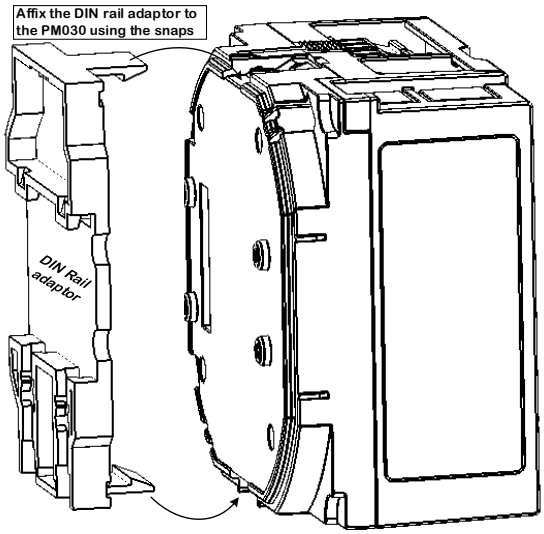

Figure 2-7 DIN Rail adaptor assembling
120V inputs usually imply use of a potential transformer (PT). The PT requires use of any of the four wiring configurations shown in Figures 2-7 through 2-10.